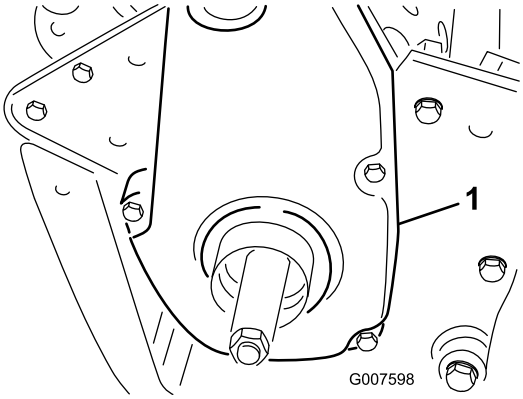

Rysunek 36
1. Usuń elementy mocujące pokrywę paska oraz pokrywę paska w celu jego odsłonięcia (Rysunek 36).